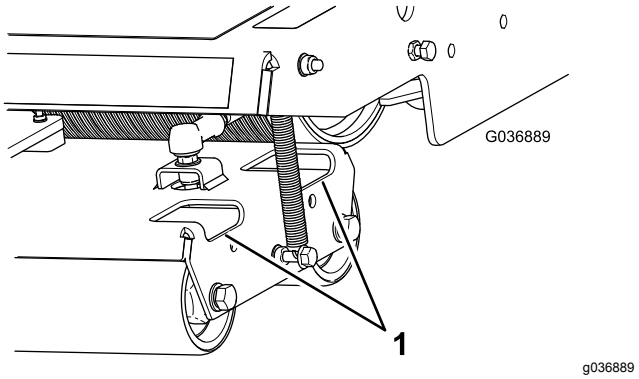

Figura 39
2. Limpe a sujidade e detritos dos rolos, se necessário, pulverizando água através dos furos nas caixas dos rolos (Figura 39).